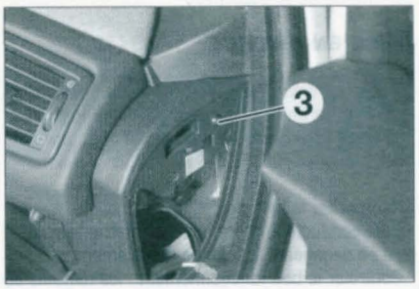

FIGURE 9-19
• Déposer la vis (3) **(figure 9-19)**.